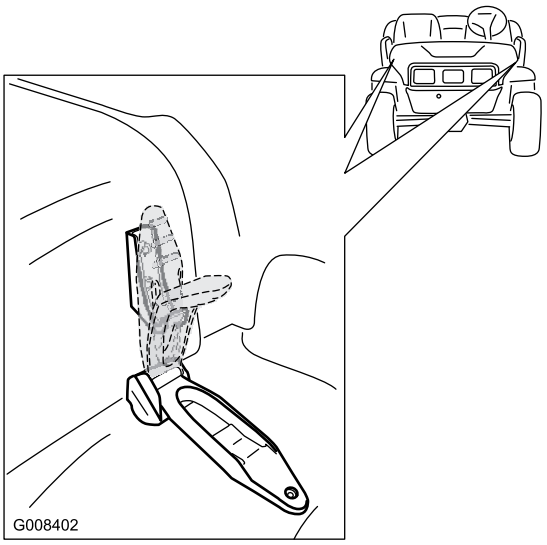

Figur 25
1. Åpne panseret ved å utløse panserlåsene på begge sider av panseret (Figur 25).